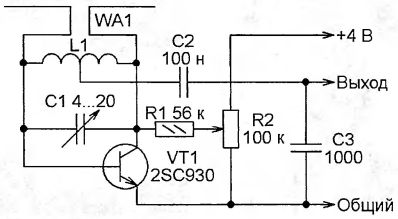

Рис. 6
**Регенеративный приёмник с "закороченным" транзистором (рис. 6 http://www.bitlik.org/index.php?PHPSESSID=1fd47b62705b3c3845f35bb8353e5405&action=dlattach;topic=21126.0;attach=16407;image).** При взгляде на эту схему бросается в глаза, что коллектор и база транзистора VT1 соединены по постоянному току через катушку индуктивности L1. Но давно известно, что при равных значениях постоянных составляющих напряжения коллекто—эмиттер и база—эмиттер транзистор остаётся активным и может усиливать слабые сигналы. В данном случае он охвачен положительной обратной связью через колебательный